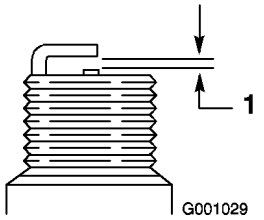

Figur 45
4. Justera elektrodgapet till 0,76 mm (Figur 45).